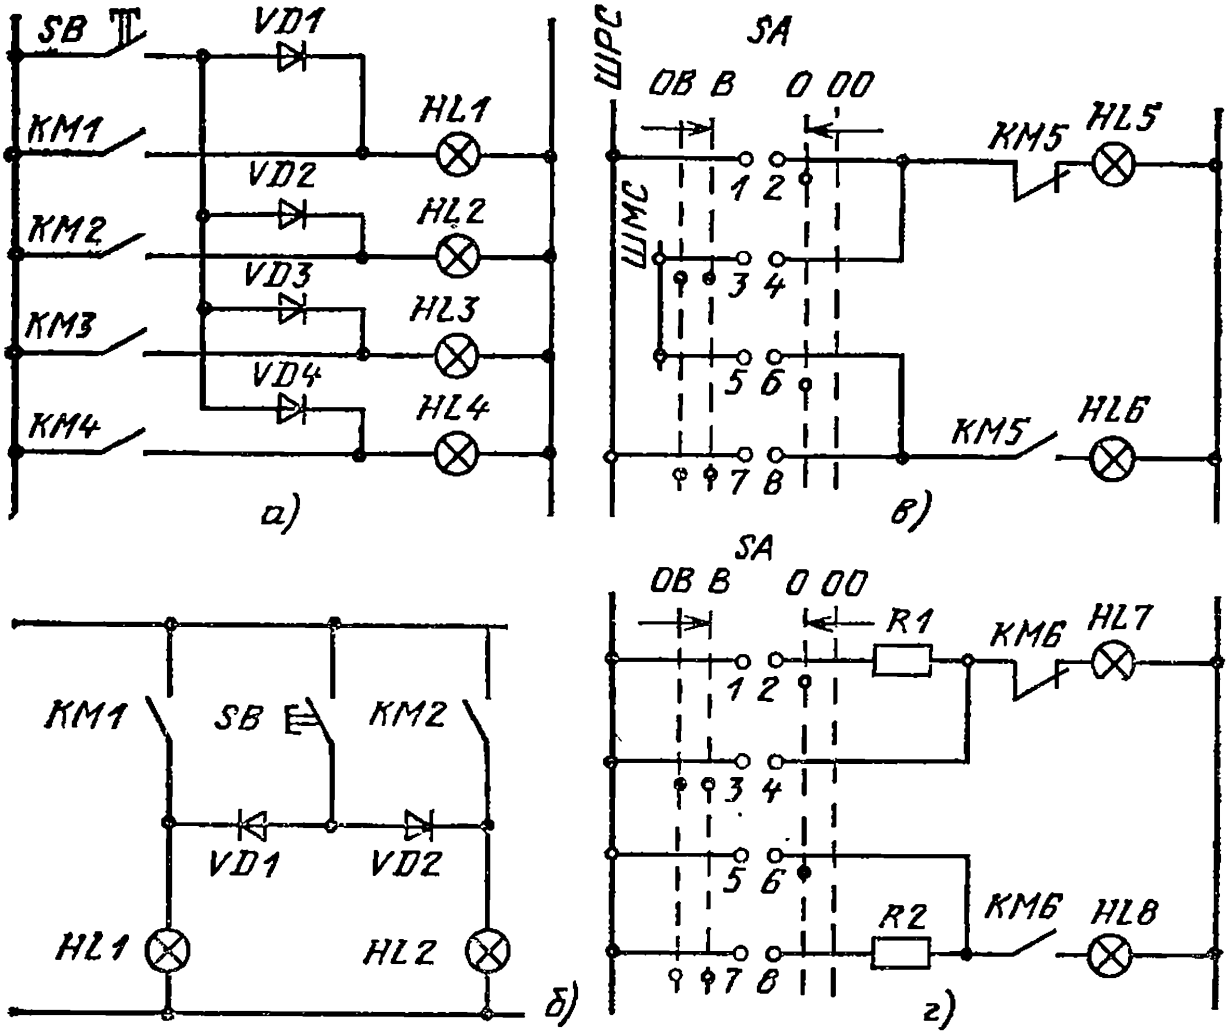

Рис. 6.7. Примеры схем сигнализации с независимым питанием
6.5. Вопросы по схеме на рис. 6.7, *а*.
6.6. Вопросы по схемам на рис. 6.7, *в* и *г*.
6.6.3. Сравнивая схемы на рис. 6.7, *в* и *г*, сформируйте условия работы схемы на рис. 6.7, *г* и оцените, какая из схем проще и какая дает более четкую сигнализацию.
6.6.4. Схемы, аналогичные схемам на рис. 6.7, *в* и *г*, иногда называют схемами с квитированием сигналов. Объясните происхожденне этого названия.